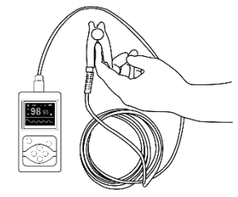

Figura 6. Esquema para la colocación del dedo
- El dedo debe colocarse correctamente (véase la figura 6 adjunta), ya que el montaje incorrecto o una posición de contacto inadecuada para el sensor influirá en la medición.
A. Introduzca el dedo en la sonda como se muestra en la figura 6.
(La apariencia de la sonda real puede ser diferente a la mostrada en la figura 6, por favor consulte la sonda real)